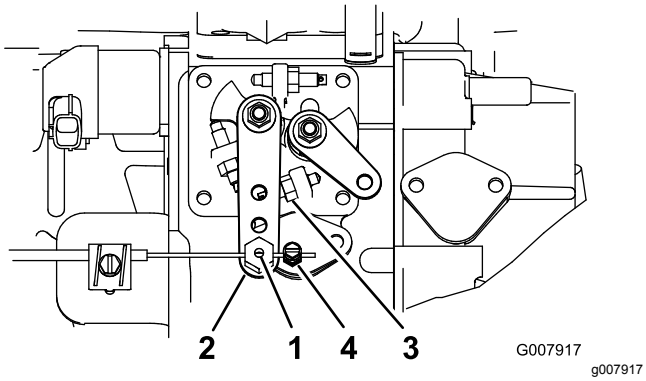

Figur 55
2. Lossa gasvajerns kontaktdon på gasvajern bredvid reglaget på insprutningspumpen (Figur 55).
3. Håll insprutningspumpens reglagearm mot det höga tomgångsstoppet (Figur 55).